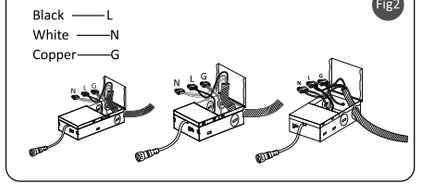

Fig2
2. Open the J-Box cover and remove the appropriate knockout(s) on the side panel. Install the appropriate cable clarnp(s)(not included) and insert the electrical supply cable through the cable clamp. Connect the supply wires to the fixture wires by using 3 connectors. Attach white to white, black to black, copper to the ground wire, see Fig2.